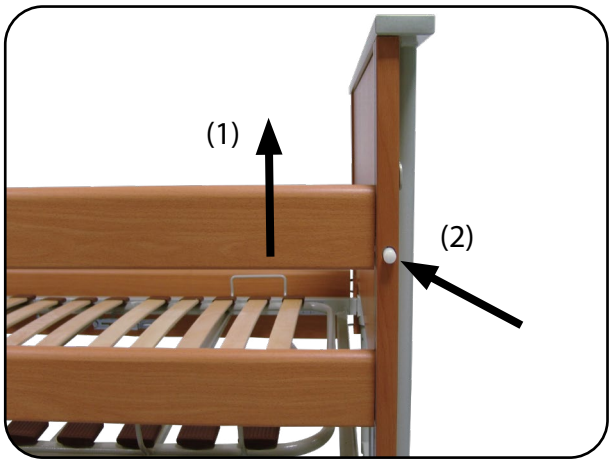

Abb. 8.2.01 – Seitengitter absenken
1. Um die Seitengitter abzusenken, heben Sie zuerst den oberen Seitengitterholm an (1), damit die Verriegelung des Auslöseknopfes freigegeben wird.
2. Drücken Sie bei angehobenem oberem Seitengitterholm den Auslöseknopf (2) solange, bis Sie den Seitengitterholm über die Verriegelung nach unten abgesenkt haben. Lassen Sie dabei die Seitengitter immer langsam und kontrolliert ab (Abb. 8.2.01).